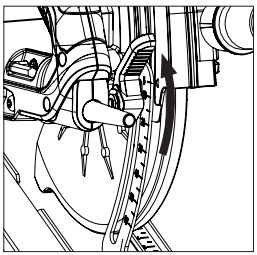

Fig. 10
- Desserrez le mécanisme de blocage et de réglage de la profondeur en levant le levier de fonctionnement. **(Fig. 10)**